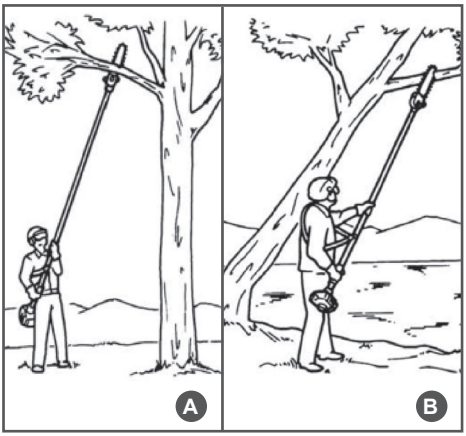

Рис. 10 Положение оператора при работе
2. При обрезке сучьев на вертикально стоящем дереве, рекомендуется рабочее положение высотореза под углом примерно 60º по отношению к дереву (Рис.10А). При обрезке сучьев на наклонно стоящем дереве располагайтесь всегда по направлению наклона дерева (рис.10В).